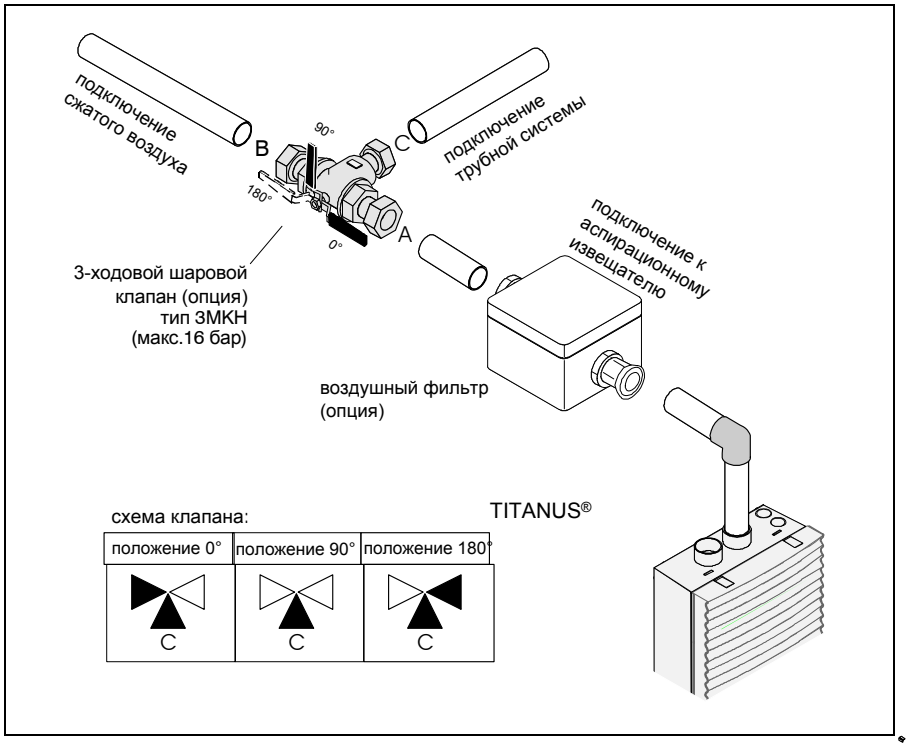

Рис. 6.11 Монтаж 3-ходового шарового клапана
2. Отключите с помощью 3-ходового клапана продуваемую трубную систему от аспирационного прибора, для чего поверните кран из положения 0° в положение 180° (см. рис. 6.11).